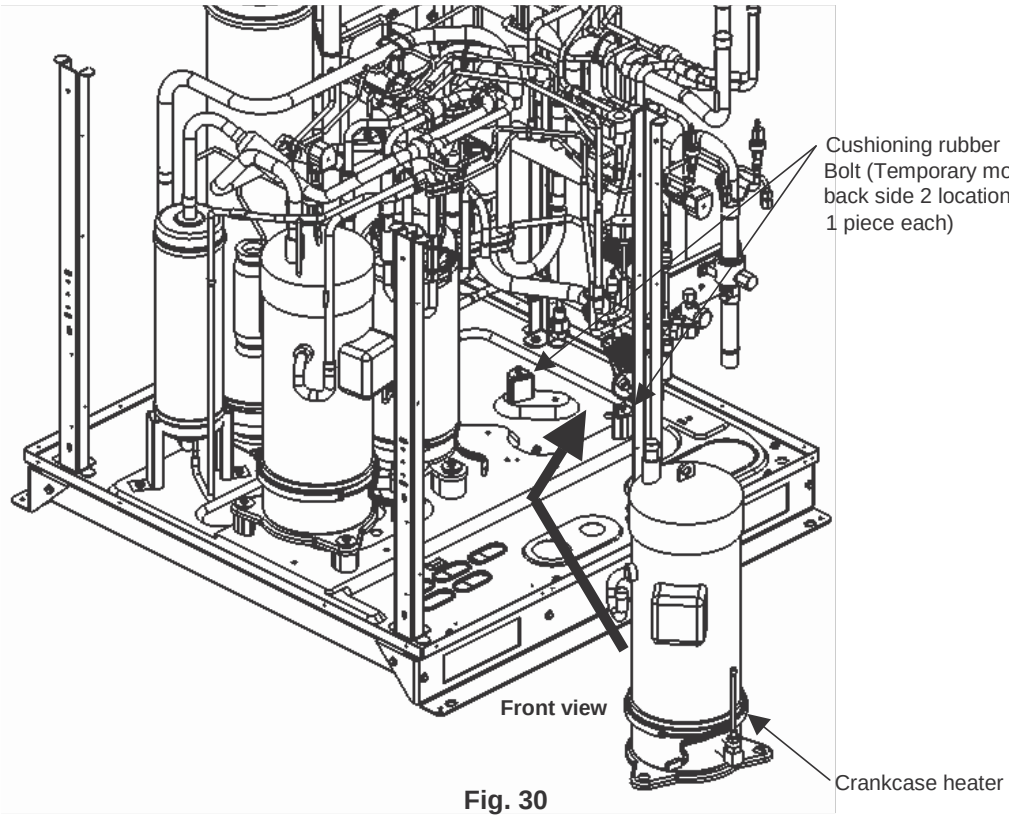

Fig. 30
(5) Install the crankcase heater onto the new compressor.
(6) Use only the bolts to temporarily fasten the cushioning rubber (2 pieces) at the position as shown in the figure 30.
(7) Place the 2 pieces of cushioning rubber onto the legs of the new compressor.